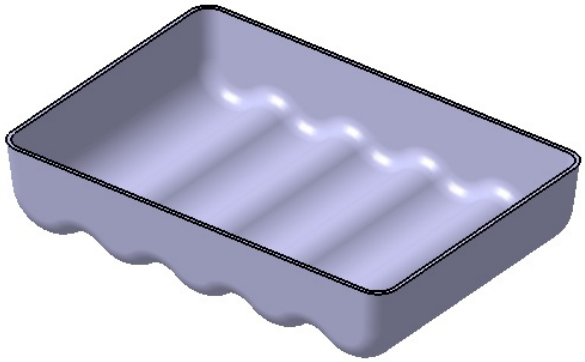

Figure 8-93 *The model after creating the shell feature*
e. Shell the model and remove the top face, refer to Figure 8-93.
wall thickness of 5 units, refer to Figure 8-93.